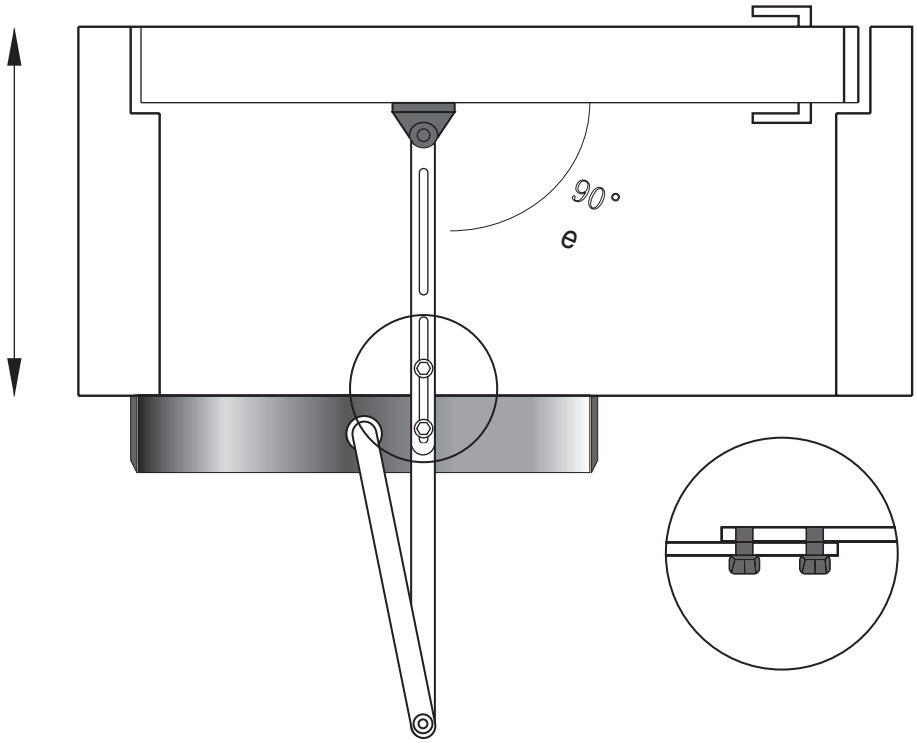

Rys. 12
Ustaw długość ramienia dwiema śrubami odpowiednio do głębokości ościeżnicy (L) (rys. 12).